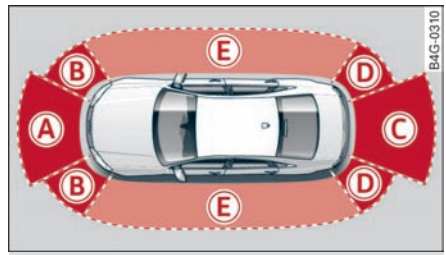

图 131 显示区域
升级版驻车辅助系统在您泊车时为您提供支持，用声音和图像信号指示识别到的*车前*和*车后*的障碍物 ⇨ *第 96 页*。装有**配备车周环境显示功能的智能驻车辅助系统**时，还附加监控汽车的侧面探测范围 (E) ⇨ *96 页，图 131*。